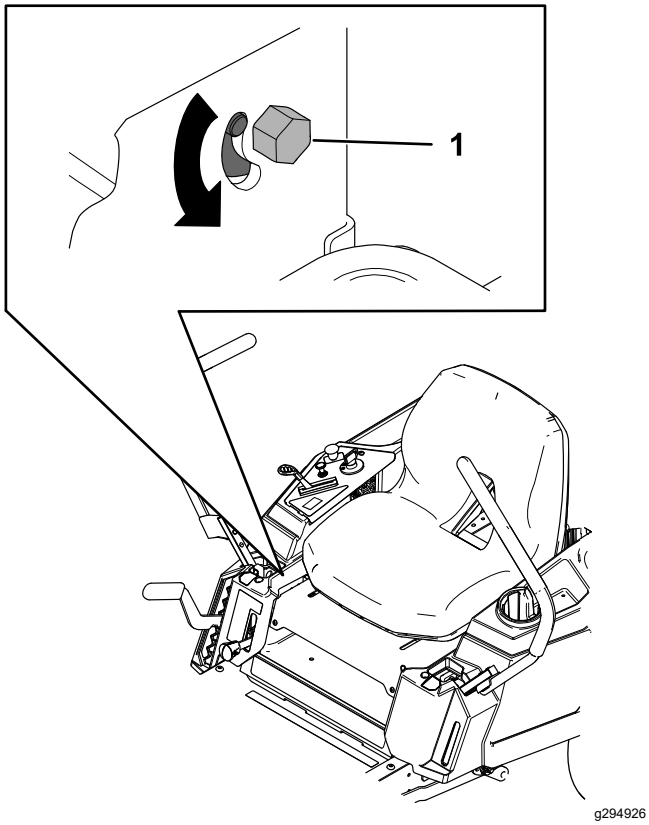

Figur 55
3. Finn sporingsjusteringsbolten i nærheten av bevegelseskontrollspaken på den bestemte siden som trenger justering (Figur 55).